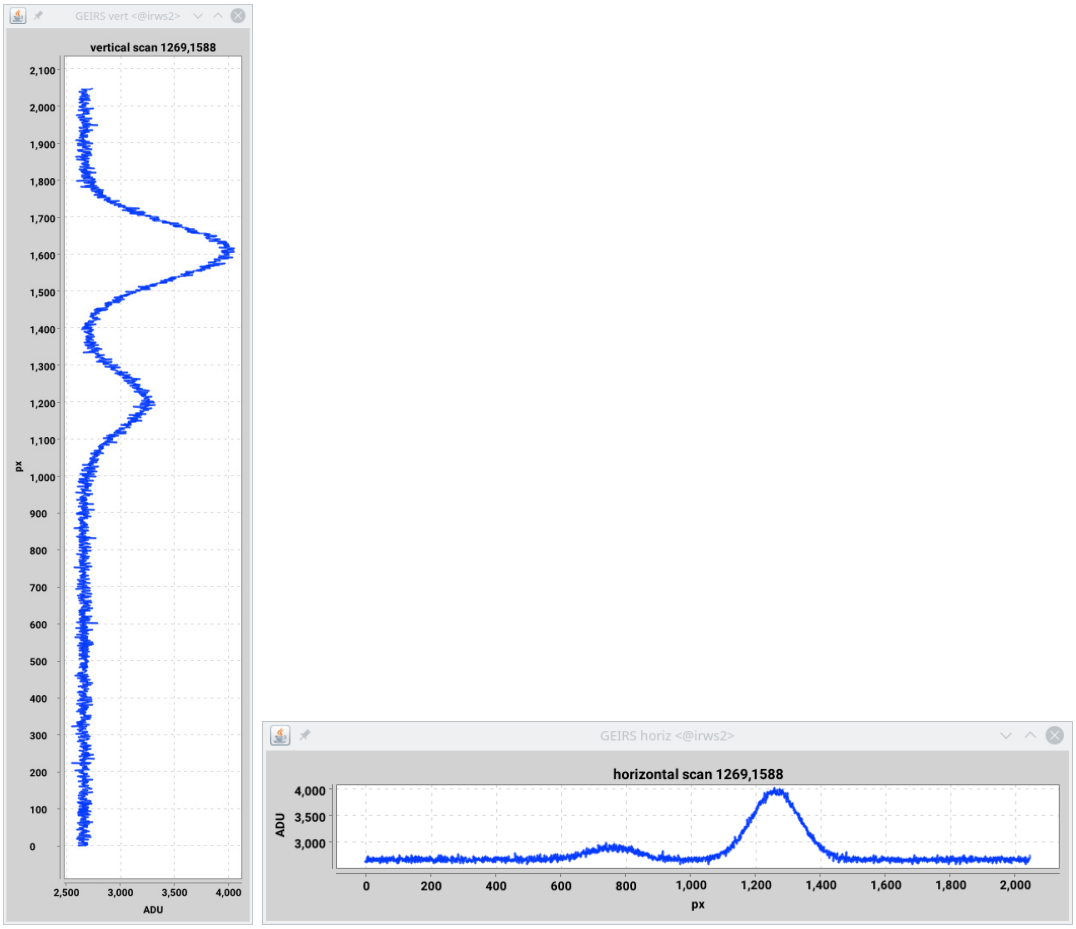

Figure 16: Examples of cut plots activated with the `horiz.` or `vert.` buttons of Fig. 15.
4.3.3.10 Horizontal/vertical Slice. In the next row the `horiz.` and `vert.` buttons open plots that show the pixel values along two straight lines that cut horizontally and/or vertically through the image at the "hot pixel" marked by the center of the cross (Figure 16).[36] The plots are updated if new images arrive or if the hot pixel is moved. The titles of the plots indicate the FITS x and y coordinates of the common crossing of the two cuts. The buttons are green while the plots are active. The two graphs should be closed by clicking again on the buttons; their color will switch back to gray if de-activated.